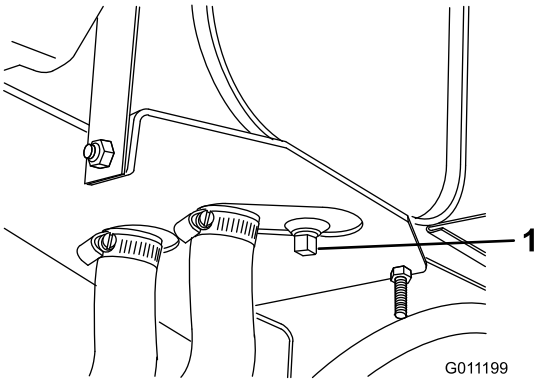

Figur 50
1. Ta bort avtappningspluggen från tanken (Figur 50) och låt hydrauloljan rinna ner i ett avtappningskärl. Sätt tillbaka och dra åt pluggen när hydrauloljan har slutat rinna.